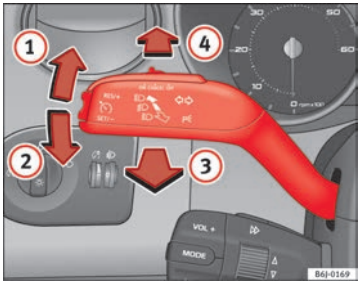

Fig. 62 Turn signal and main beam headlight lever
– Move the lever all the way up ⇒ Fig. 62 (1) to indicate **right**, and all the way down (2) to indicate **left**. ▶
– Press the lever forward ⇒ Fig. 62 (4) to switch on the main beams.